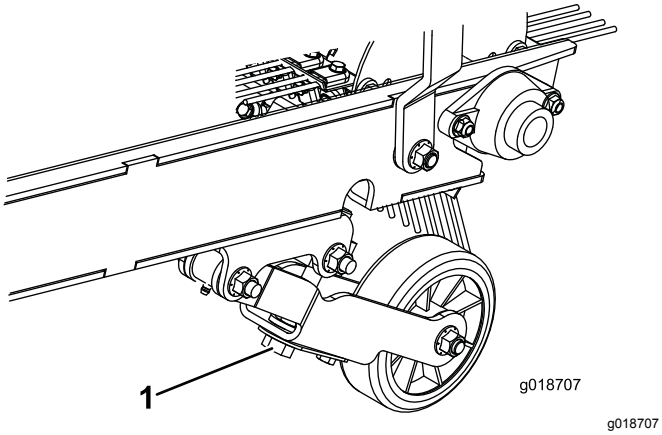

Figur 10
2. Drej dybdejusteringsbolten, indtil riven berører toppen af plænegræsset let. Hvis der er monteret en kost, skal der være let kontakt med overfladen. Når kosten er i brug, skal kontaktoverfladen være ca. 25 mm bred hen over hele kostens længde (Figur 10).